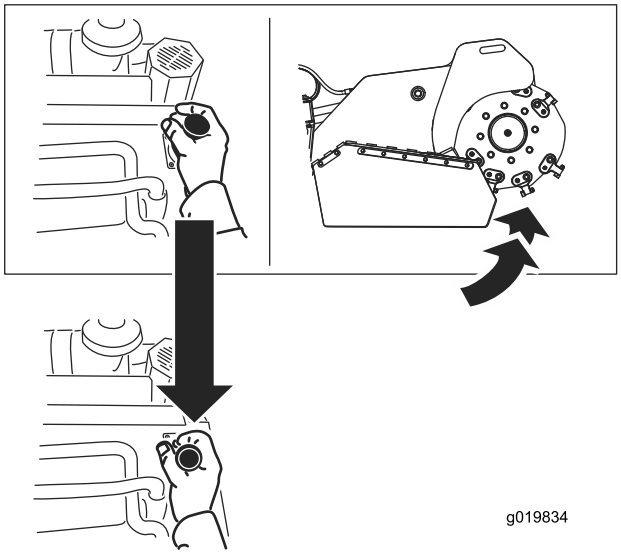

**Figur 14**
- Höj upp fräsen genom att dra spaken bakåt (Figur 14).